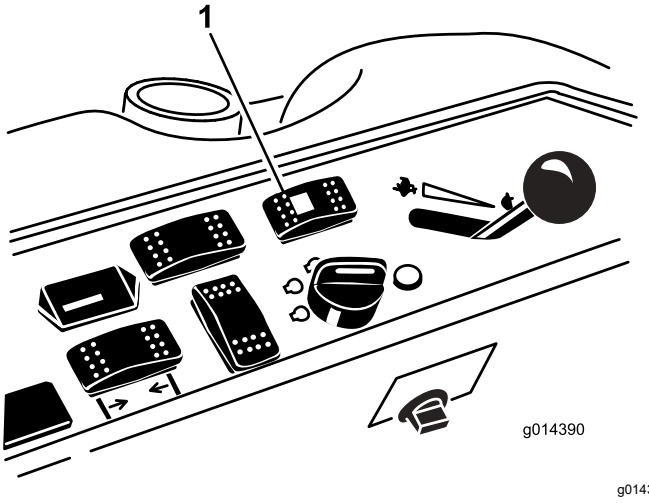

Figur 43
1. För brytaren för styrningsval till det bakre läget (fyrhjulsstyrning) (Figur 43).